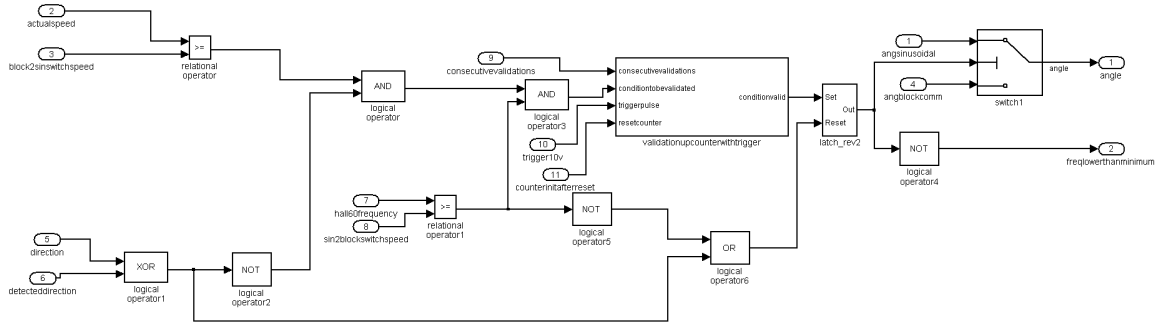

Figure 3.29 Block to Sinusoidal Commutation Validator
- detecteddirection: it represents the direction detected from the Hall signal conditioning and it is obtained as per figure 3.29. The detecteddirection signal is used in the block that manages the transitions between block commutation mode and sinusoidal mode. The same signal is also used in the current limit modules.
As per figure 3.29 in the event of DIR change while motor is running at sinusoidal operation, there will be some delay in RDMS to reflect a change in DIR which causes generation of distorted sinusoidal waveform for a short period of time. This is due to the method that has been used to generate the detecteddirection signal that was designed not considering dynamic DIR changes. An example of the detecteddirection signal is shown in following scope picture where DIR is changing from 1 to 0. In this case an anomalous spike is appearing in the detecteddirection signal causing a wrong modulation for short time period (modulation should be block commutation). To change the direction, the motor must be stopped and then re-started so that the new direction command is latched.